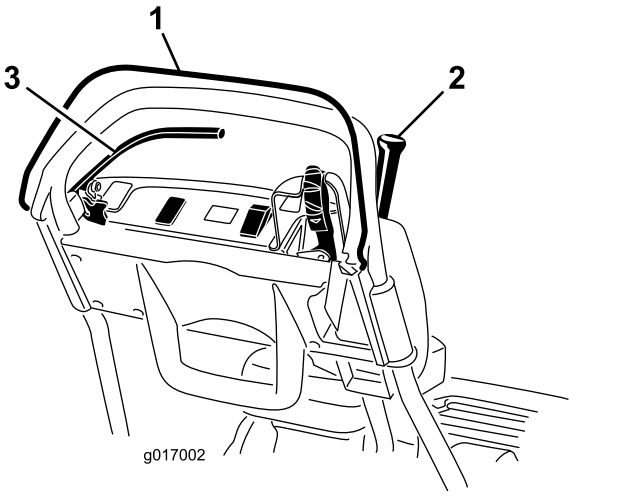

Figuur 34
3. Probeer terwijl de dodemanshendel vrij staat de tractiehendel in te schakelen (Figuur 34). De tractiehendel mag niet inschakelen. Als de tractiehendel toch wordt ingeschakeld, is onderhoud van het interlocksysteem vereist. Zorg ervoor dat het probleem is verholpen voordat u de machine gaat gebruiken; zie Onderhoud van de tractie-interlockschakelaar (bladz. 37).
4. Zet de dodemanshendel vrij wanneer deze ingedrukt is en de tractiehendel ingeschakeld (Figuur 34). De tractiehendel moet uitgeschakeld worden. Als de tractiehendel niet wordt uitgeschakeld, is onderhoud van het interlocksysteem vereist. Zorg ervoor dat het probleem is verholpen voordat u de machine gaat gebruiken. Zie Onderhoud van de tractie-interlockschakelaar (bladz. 37).
5. Schakel de tractie- en messenkooiaandrijving in en zet de dodemanshendel vrij wanneer deze ingedrukt is en de schakelhendel naar links staat (Figuur 34). De tractiehendel moet uitgeschakeld worden. Als de tractiehendel niet wordt uitgeschakeld, is onderhoud van het interlocksysteem vereist. Verhelp het probleem voordat u de machine gebruikt; zie Onderhoud van de tractie-interlockschakelaar (bladz. 37) of De bediening van de messenkooi afstellen (bladz. 41).